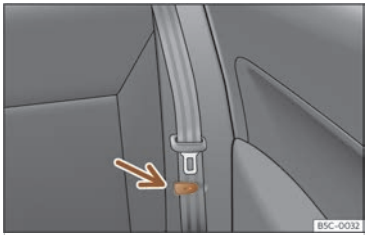

Fig. 89 Seient del darrere: pinça per subjectar el cinturó de seguretat.
- Poseu els cinturons de seguretat laterals a la pinça del revestiment ››› fig. 89.